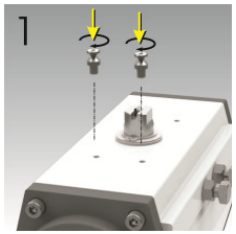

Abb. 2
2) Die zwei mitgelieferten Befestigungsschrauben auf dem Antrieb festschrauben. (Abb. 2)